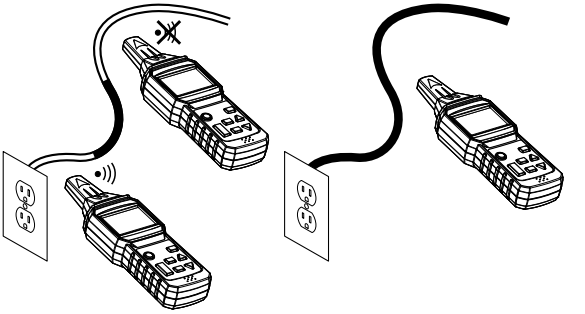

Figura 5 Detector de voltaje sin contacto
7. Consulte la Figura 5 en la sección Ilustraciones de la aplicación para ver ejemplos.